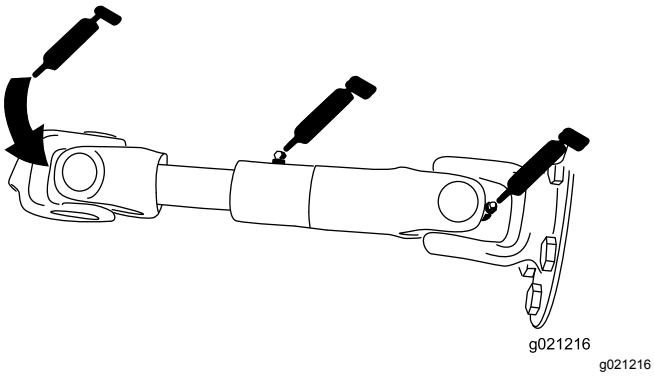

Figuur 75
- Pomp van aandrijfas (3) (Figuur 75)